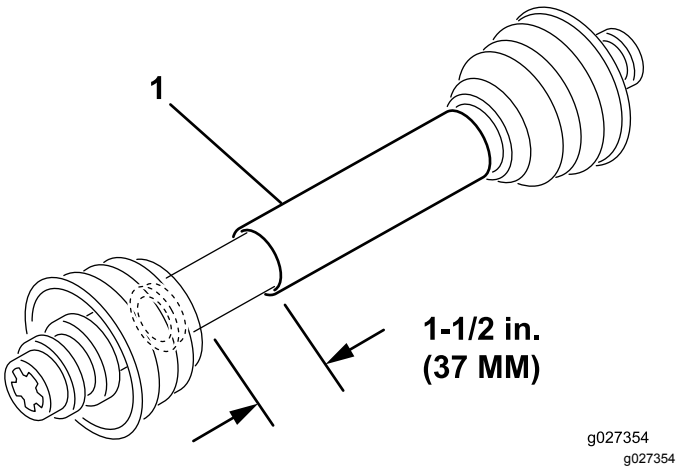

Рисунок 2
3. При самой короткой длине две половины вала механизма отбора мощности должны иметь дополнительный зазор для сжатия не менее 37 мм (Рисунок 2).